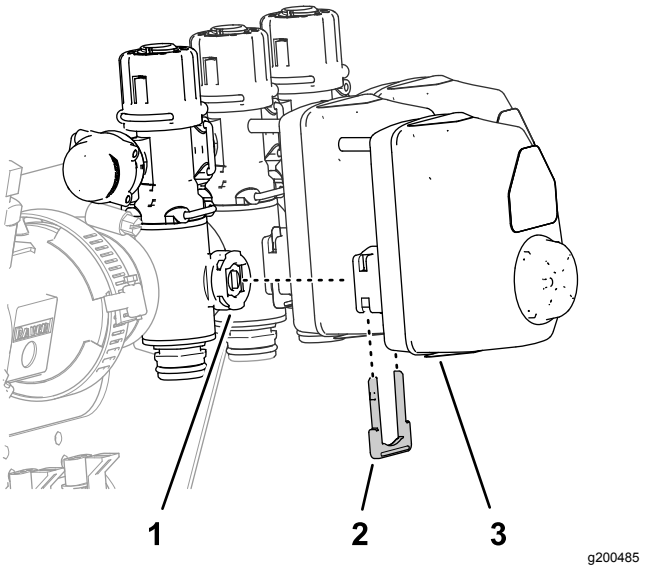

Figur 62
1. Fjern de tre holderne som fester de tre ventilaktuatorene til venstre, midtre og høyre seksjonsventiler (Figur 62).
2. Fjern ventilaktuatorene fra venstre, midtre og høyre seksjonsventiler (Figur 62).
10. Monter de tre ventilaktuatorene på venstre, midtre og høyre seksjonsventiler (Figur 62) med holderne som du fjernet i trinn 1.